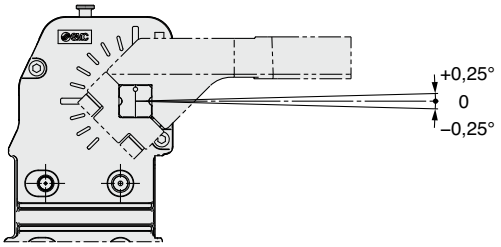

Abb. 1
2) Dabei ist, wie in Abbildung 1 dargestellt, eine mechanische Abweichung von -0,25 bis +0,25° am Ende des Spannarms vorhanden. Nehmen Sie die Einstellung von außen mit einer Abstandsscheibe vor. Siehe Seite 21.